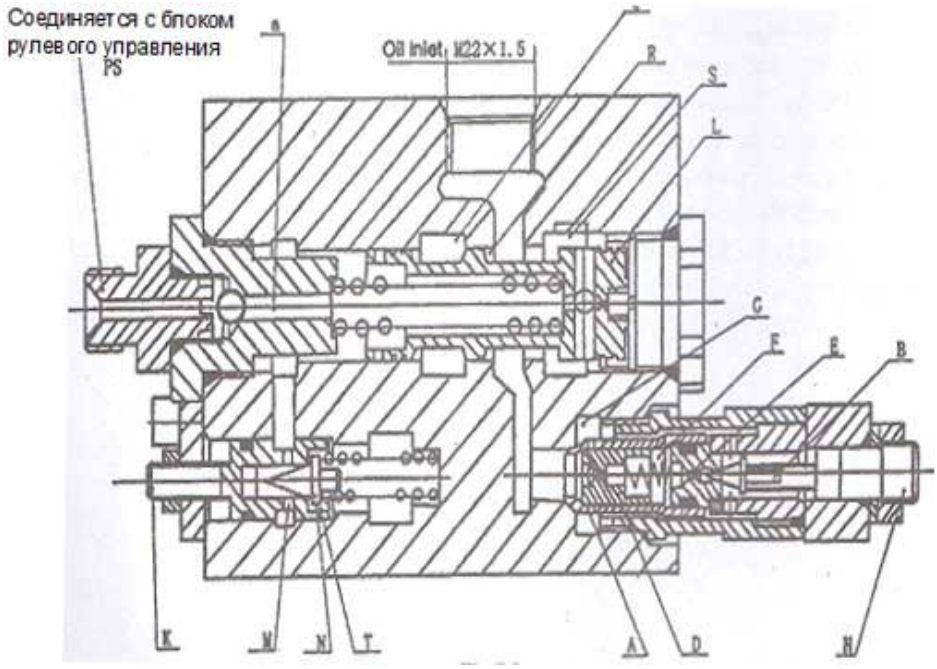

Рис. 26
4. Предохранительный клапан и разделитель потока (рис. 26)